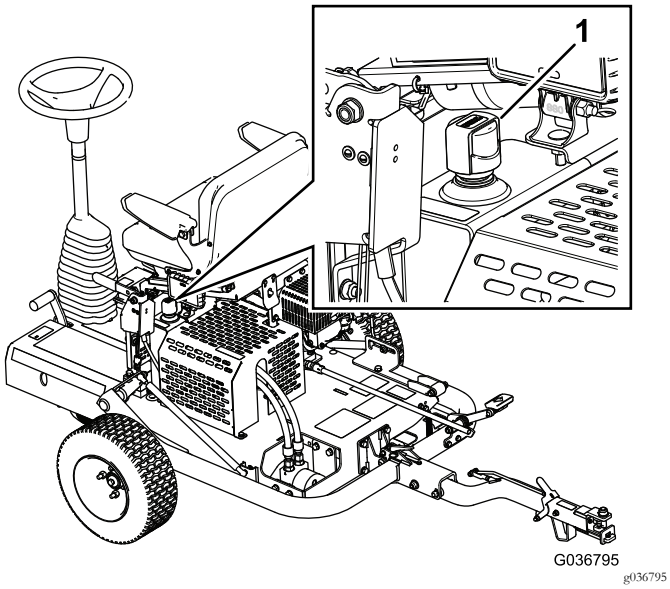

Figur 21
3. Fjern hydraulikktanklokket, og kontroller væskenivået på peilestaven (Figur 21).